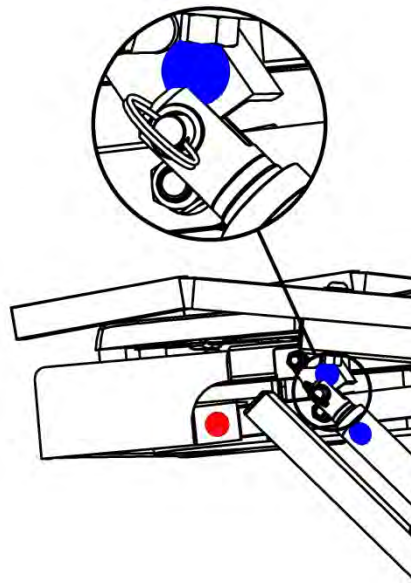

FIG. 15
4.3 Once aligned, fully insert the pin into actuator and through the bracket (FIG. 15).